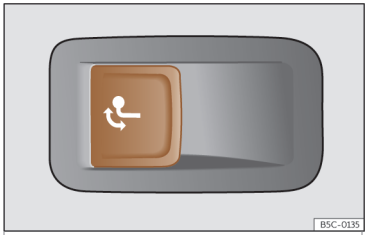

Abb. 188 Im Gepäckraum links: Taste zur Entriegelung der Anhängerkupplung.
- Ziehen Sie kurz an der Taste››› **Abb. 188**. Die Anhängerkupplung wird automatisch entriegelt und dreht selbsttätig heraus. Die Kontrollleuchte der Taste blinkt.
- Ziehen Sie kurz an der Taste››› **Abb. 188**. Die Anhängerkupplung wird elektrisch entriegelt.
- Wenn die Kontrollleuchte der Taste ››› **Abb. 188** *blinkt*, ist die Anhängerkupplung noch nicht vollständig eingerastet oder beschädigt ››› ⚠.
- Wenn die Kontrollleuchte bei geöffneter Heckklappe››› **Abb. 188** *dauerhaft leuchtet*, ist die Anhängerkupplung vollständig eingerastet, sowohl in eingezogener als auch in herausgeschwenkter Stellung.
- **Drücken Sie keinesfalls die Taste ››› Abb. 188, wenn ein Anhänger oder ein Gepäckträger oder anderes Zubehör auf der Anhängerkupplung eingehängt ist.**